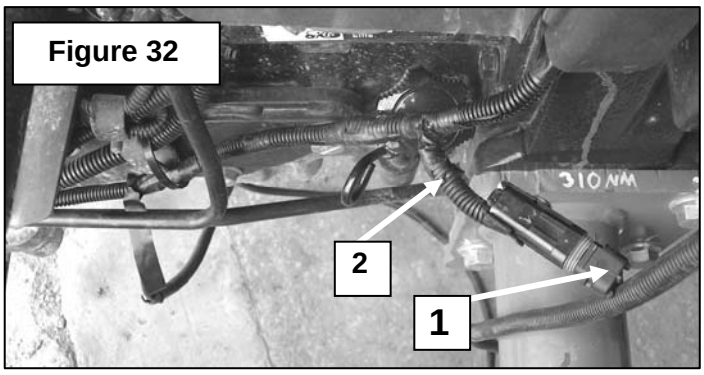

Figure 32
19. **Figure 32:** If this is the installation of a first 132" harness, connect the 2 cavity connector to the 58" harness located near the loader left arm. If it is for a second 132" harness installation, connect the 2 cavity male connector of the second harness to the 2 cavity female connector of the first harness in the tractor right console.